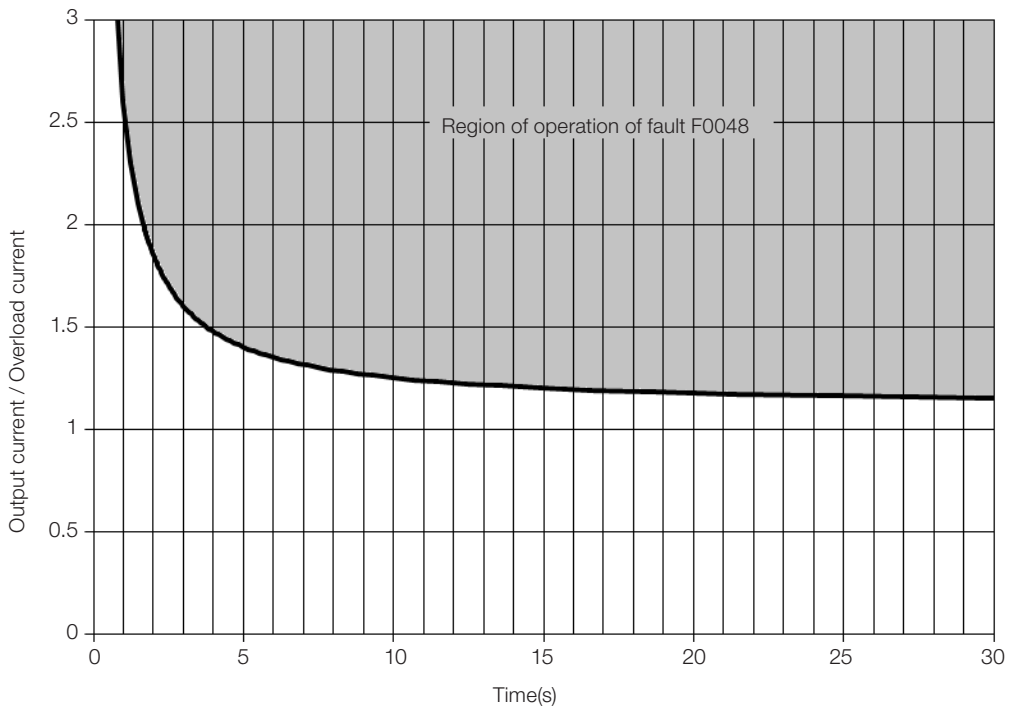

Figure 18.3: *Actuation of the overload of the IGBTs (Normal Duty - ND)*
In normal duty (ND), fault F0048 occurs around 4 seconds for 150 % of overload, as shown in Figure 18.3 on page 18-5. Likewise, the fault will not occur for current values below 110 % of the inverter rated load.